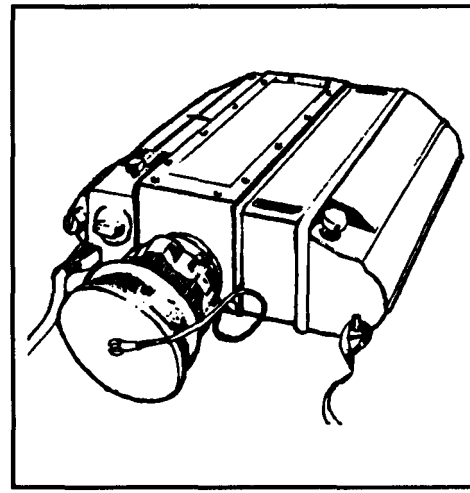

Figure 2-30. Mini-eyesafe laser infrared observation set, AV/PVS-6.
e. **Mini-Eyesafe Laser Infrared Observation Set, AN/PVS-6.** The AN/PVS-6 (Figure 2-30) contains the following components: mini-eyesafe laser range finder; batteries, BA-6516/U, nonrechargeable, lithium thionyl chloride; carrying case; shipping case; tripod; lens cleaning compound and lens cleaning tissue; and operator's manual. The laser range finder is the major component of the AN/PVS-6. It is lightweight, individually operated, and hand-held or tripod mounted; it can accurately determine ranges from 50 to 9,995 meters in 5-meter increments and displays the range in the eyepiece. It can also be mounted with and boresighted to the night observation device, AN/TAS-6, long-range.